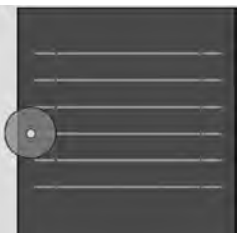

图 5-92 外侧
③ 外侧。刀具位于边界的外侧，如图 5-92 所示。
(2) 工件边界。